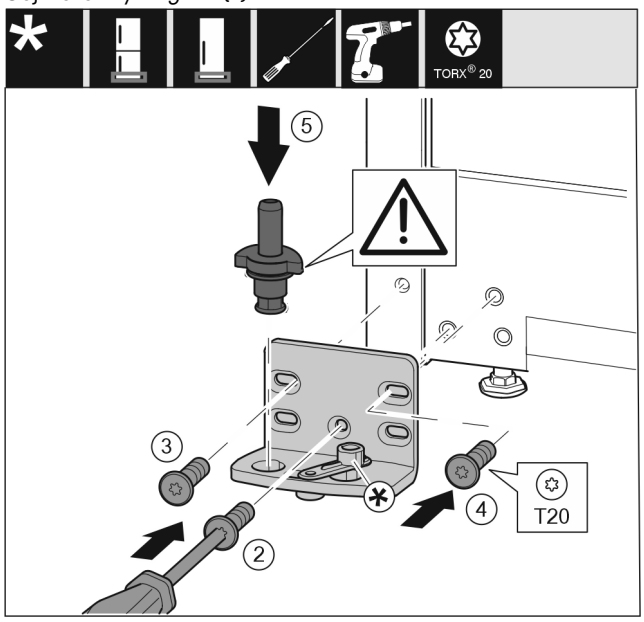

*Fig. 48 **
▶ Nasaďte stojan ložiska na druhé straně a přišroubujte pomocí šroubováku. Začněte šroubem *Fig. 48 (2)* dole uprostřed.*
▶ Utáhněte šroub *Fig. 48 (3)* a šroub *Fig. 48 (4)*.*
▶ Zcela vložte ložiskový čep *Fig. 48 (5)*. Přitom dávejte pozor, aby zajišťovací vačka směřovala dozadu.*